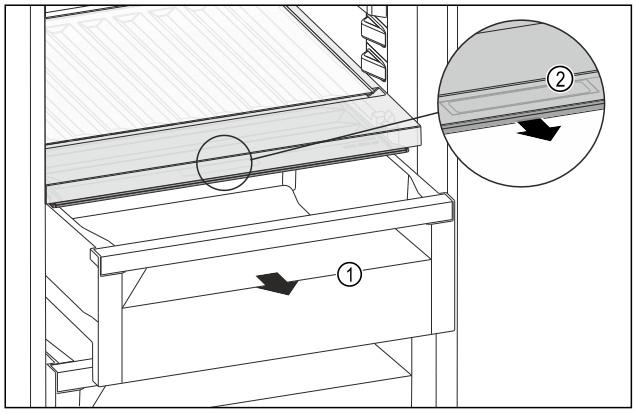

Fig. 162
▶ Извлеките выдвижной ящик *Fig. 162 (1)*.
▶ Возьмитесь за утопленную ручку *Fig. 162 (2)* на крышке отделения и одновременно потяните крышку отделения вперед.